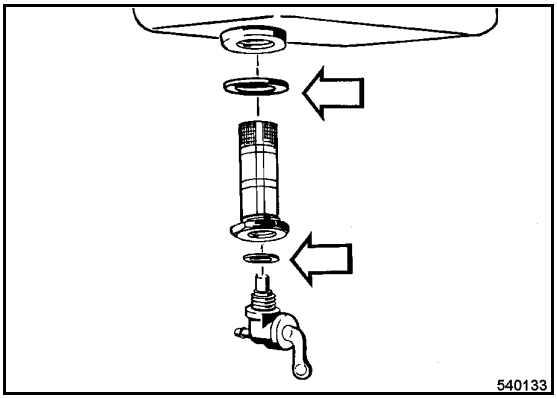

Fig. 55
- Screw fuel screen and fuel valve back ijn, both with new seals (Fig. 55).